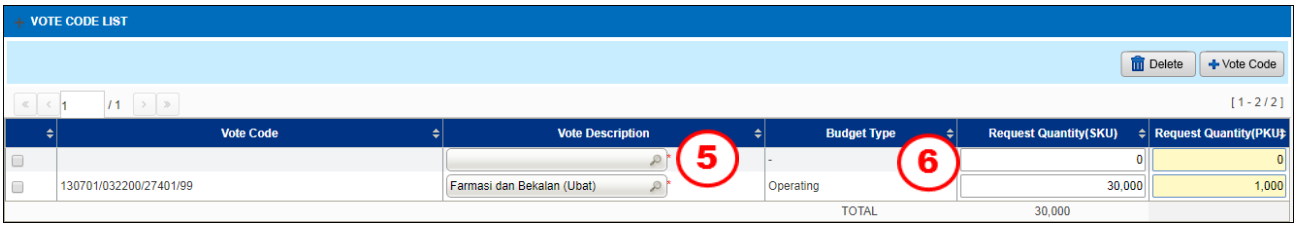

Figure 3.5-4 Vote Information
Click on the button to add more vote code in Vote Code List and new screen will be shown in Figure 3.5-4
- *If double click on available vote in vote code list, the new screen will be shown to allow user to edit the vote code as shown in Figure 3.5-4.*
- *Recommended Purchase List (RPL)Step 4-6, Figure 3.5-4 Vote Information*